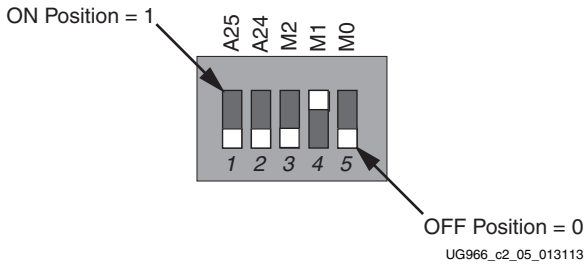

Figure 2-5: **SW11 Switch Settings for Mode Pins and BPI Upper Addresses**
5. On SW11, set the mode pins and the BPI upper address pins to configure the FPGA (see the settings in Figure 2-5). A25 and A24 are set to 00 and the mode pins are set to 010.